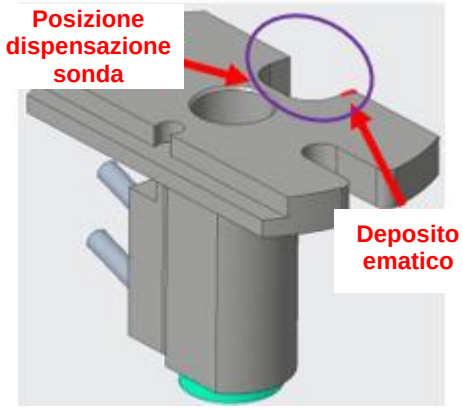

Figura 2 – Percorso dettagliato della di lavaggio della sonda di dispensazione
8. Individuare il percorso della sonda di dispensazione (vedere Figura 2 di seguito).
9. Pulire l'intero bordo del percorso della linea di dispensazione con un tampone privo di lanugine inumidito con acqua distillata e ispezionarlo per verificare la presenza di sangue sul tampone (vedere Figura 2 sopra).